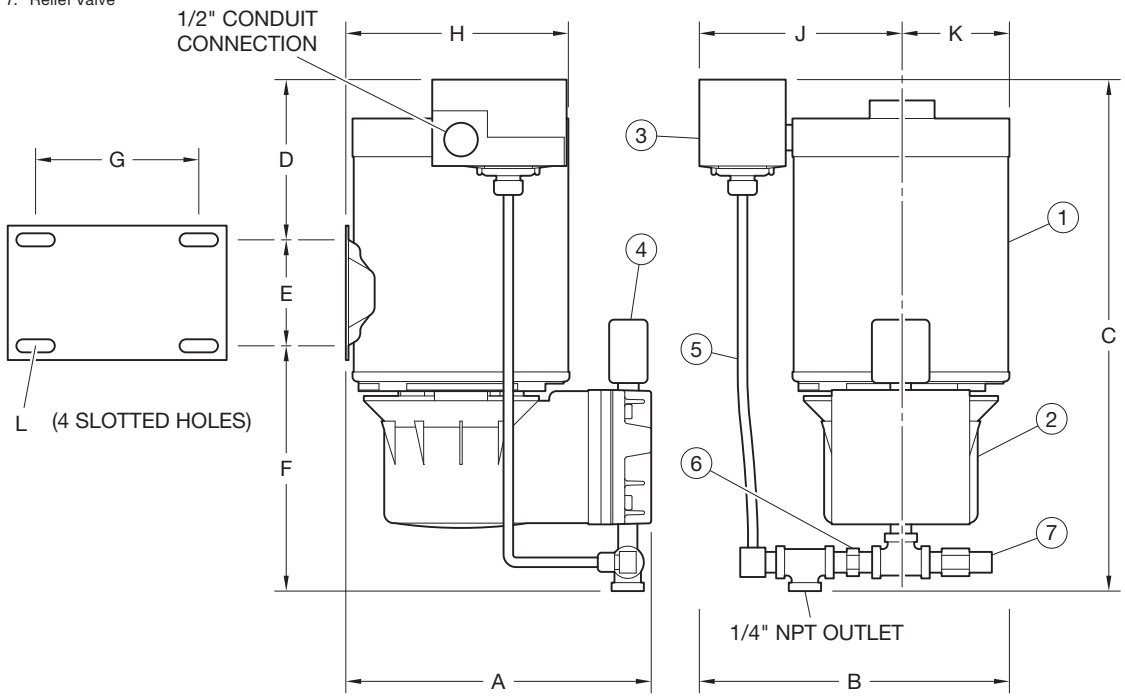

FIGURE 1
The Model G16AC812 Automatic Supervisory Air Supply (Ref. Figure 1) is a factory assembled, factory set, fully automatic, reciprocating oil-less air compressor which provides an easy to install, compact, supervisory air supply for supervised preaction fire protection systems with nominal 10 psi (0,69 bar) supervisory air pressure.
Step 1. The G16AC812 should be located in a clean, well ventilated area. It may be mounted on the floor, wall, or riser. When riser or wall mounted, the Pressure Operated Switch should be located at the top as shown in Figure 1.